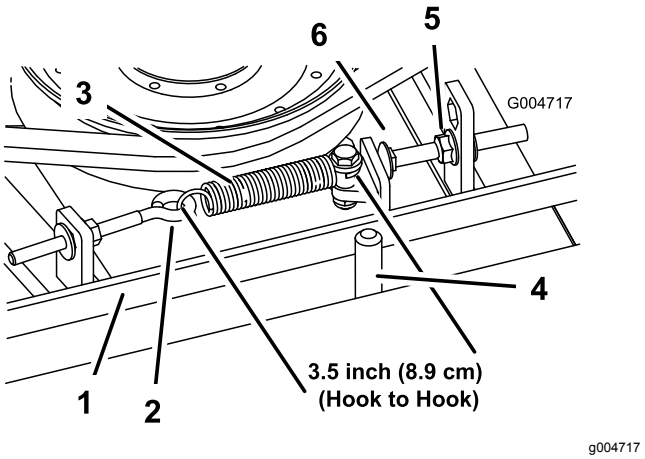

**Figuur 97**
Als de drijfriem de juiste spanning heeft, moet de binnenmeting van de trekveer (haak tot haak) ongeveer 8,27 tot 9,53 cm bedragen. Als de veer de juiste spanning heeft, moet u de aanslagbout (slotbout) afstellen totdat de afstand tussen de kop van de bout en de arm van de spanpoelie ongeveer 0,17 tot 0,47 cm is (Figuur 97).
**Opmerking:** Plaats de riem aan de kant van de riemgeleider die naar de veer is gekeerd (Figuur 97).
2. Draai de oogbout los om de trekveer te kunnen verwijderen (Figuur 97).
3. Maak de flensmoer los waarmee de aanslagbout aan het lipje is bevestigd en trek de spanpoelie weg van de riem om de riem te ontspannen (Figuur 97).
9. Bevestig de trekveer (Figuur 97) aan de oogbout en span de riem als volgt: